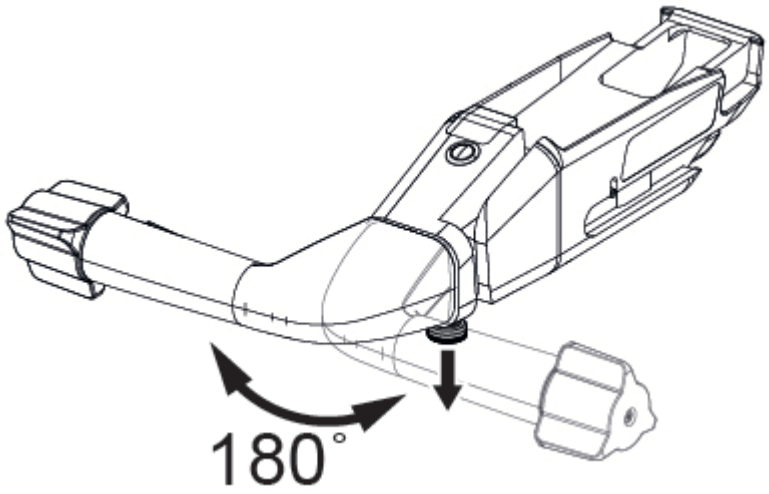

Figure 6-5. Modifier l'orientation de la poignée de transfert motorisée
2. Pour faire pivoter la poignée de transfert motorisé, tirez sur le loquet de position et faites pivoter la poignée de transfert motorisé jusqu'à la position souhaitée. Voir la *Figure 6-5*.